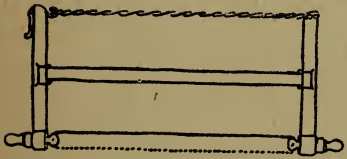

Abb. 14. Schlicht-, Faust- oder Spannsäge
1. Eine gewöhnliche Faust- oder Spannsäge (s. Abb. 14) zum rohen Zuschneiden der Holzbretter, wie sie ohnehin überall zum Holzsägen verwendet wird.